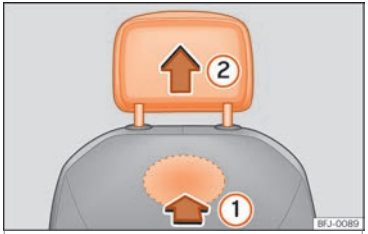

Fig. 144 Apoyacabezas delantero: desmontaje.
- Para desbloquearlo, busque el rebaje situado en la parte posterior del respaldo por la zona marcada y presione en el sentido de la flecha ››› **fig. 144** ①.
- Extraiga el apoyacabezas en el sentido de la flecha ②.